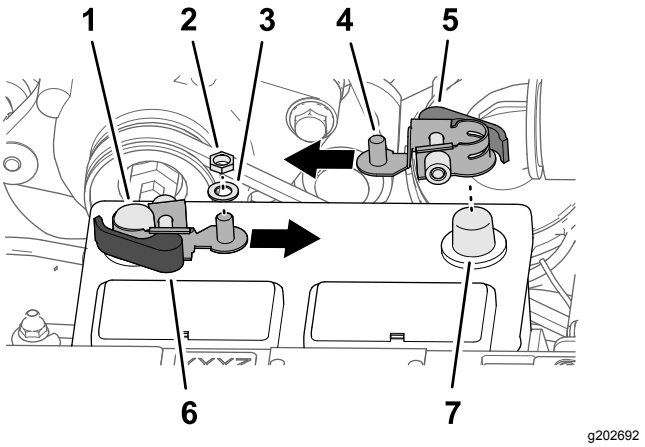

Figur 207
1. Fjern sekskantmutterne og skivene fra hurtigklemmene med røde og svarte håndtak (Figur 207).
3. Monter hurtigklemmen på den negative batteripolen, med gjengestangen til klemmen innrettet mot midten av batteriet, som vist i Figur 207.